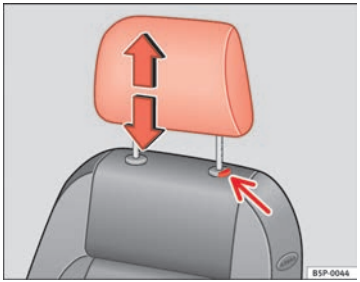

Fig. 94 Adjusting and removing the head restraints
– Press the button ⇒ fig. 94 (arrow).